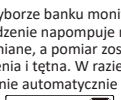

Rysunek 6-3
c. Po wyborze banku monitor rozpocznie wykrywanie ciśnienia zerowego. Zobacz rys. 6-3.